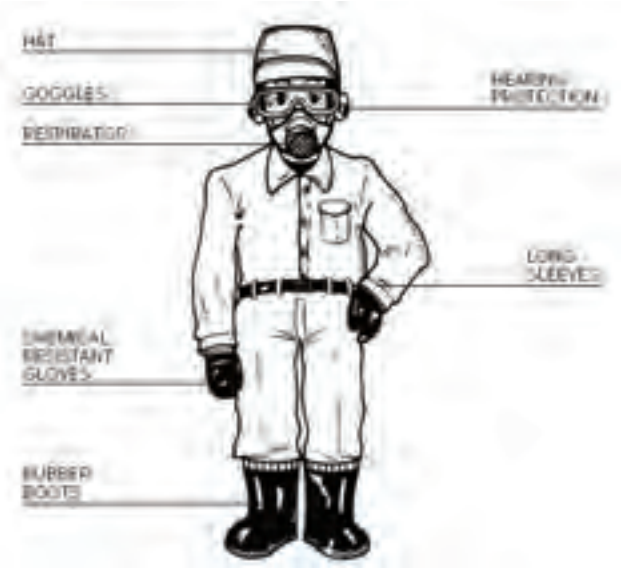

Fig 11
(1) Lea el manual cuidadosamente y comprenda como usar la máquina antes de usarla.
(2)Vestimenta adecuada (Fig.11)
(3) Las siguientes personas no deben operar la máquina.